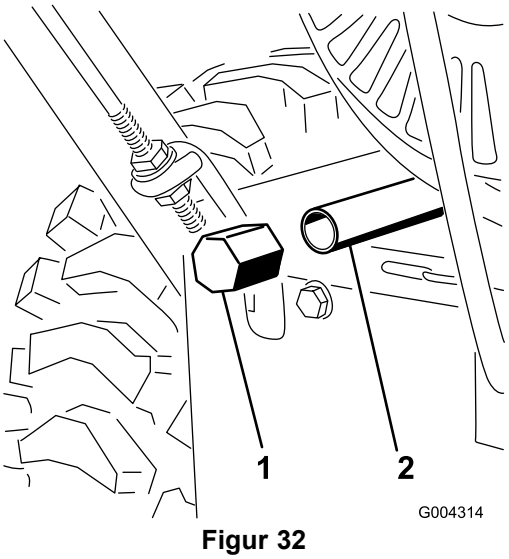

Figur 32
3. Rengjør området rundt oljetappepluggen (Figur 32).
4. Skyv et tappefat under drenshalsen og ta ut tappepluggen (Figur 32).